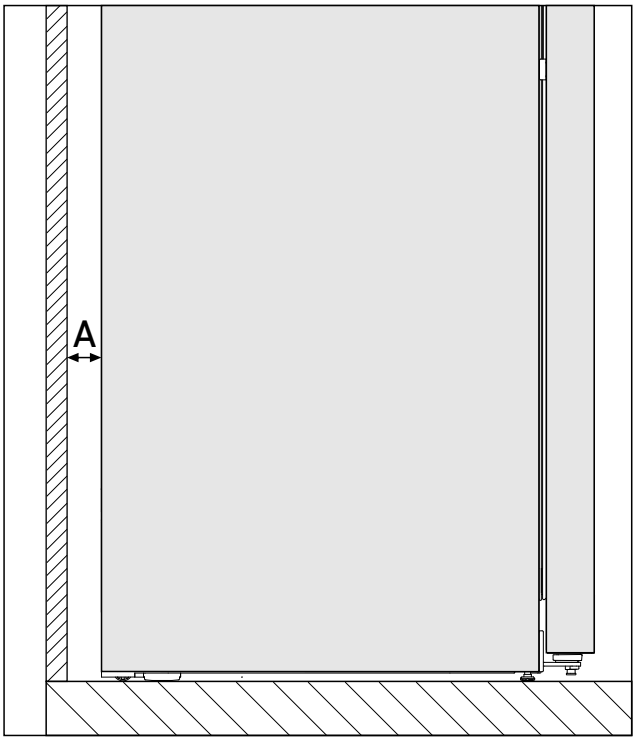

*Fig. 3 **
Consumul de energie a fost determinat cu o distanță față de pereți *Fig. 3 (A)* între partea posterioară a aparatului și perete. Dacă distanța față de perete este mai mică de *Fig. 3 (A)*, acest lucru nu are nicio influență asupra funcționalității aparatului, însă se mărește nesemnificativ la o distanță față de pereți mai redusă a consumului de energie.*